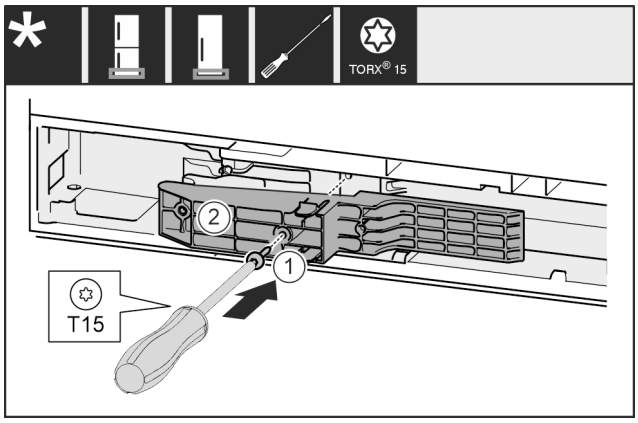

*Fig. 67 **
▶ Insert adapter *Fig. 67 (1)* in the recess on the handle side.*
▶ Tighten screw *Fig. 67 (2)* with screwdriver.*